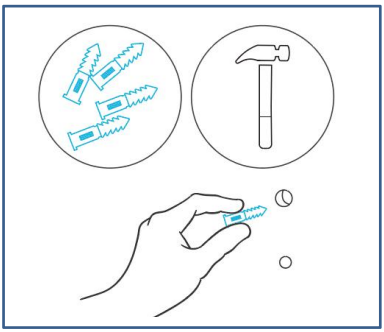

Fig.5.
1、If you are mounting onto anything other than a wood support or stud, insert the included four wall anchors into the drilled mounting holes. You may need to use a hammer to secure them through the holes. See the (Fig.5.)